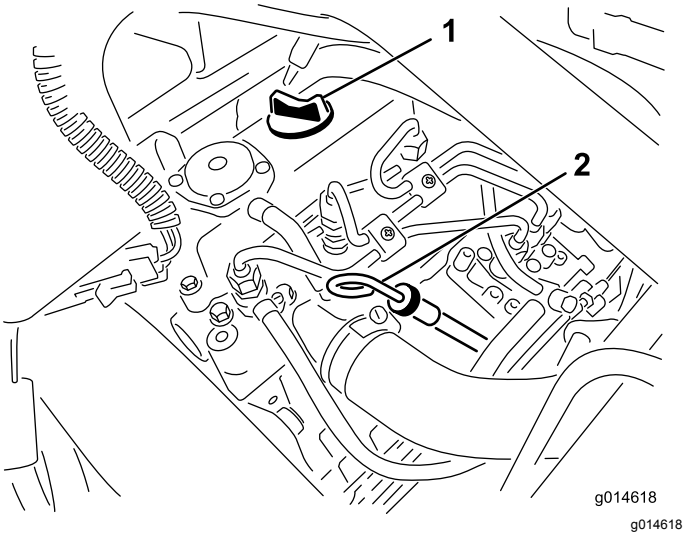

Rysunek 23
2. Wyjmij wskaźnik poziomu i wytrzyj go czystą szmatką (Rysunek 23).